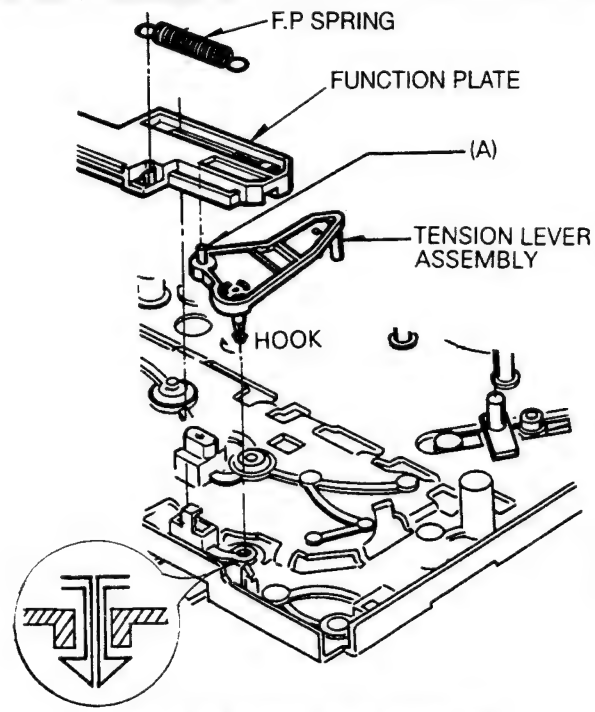

Fig. B-29 Tension Lever Assembly
1) When reassembling, the groove of Lower part of Function Plate should be aligned with the shaft of Tension Lever Assembly(Fig. B-29).
29. Tension Lever Assembly (Fig. B-29)